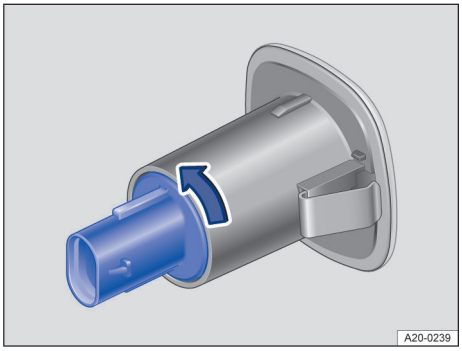

Fig. 177 Remplacement de l'ampoule de clignotant latéral
4. Faites tourner le porte-ampoule dans le sens de la flèche et retirez l'ampoule du boîtier vers l'arrière → fig. 177.
7. Remettez le porte-ampoule en place dans le boîtier, puis tournez-le dans le sens inverse de la flèche, jusqu'en butée → fig. 177.